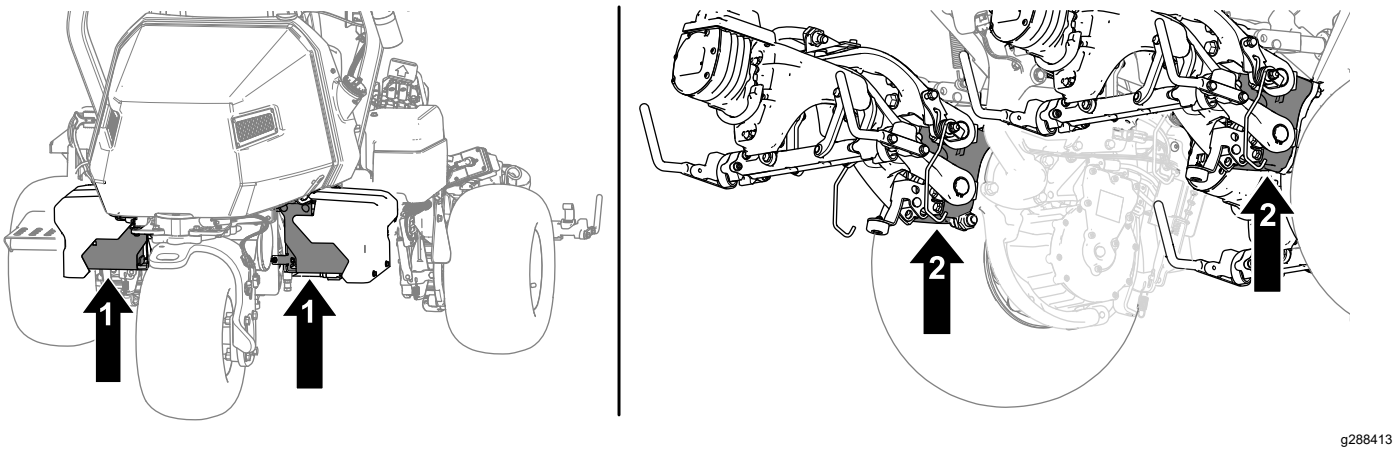

Figuur 39
2. Wanneer u de machine opgekrikt hebt, plaatst u een geschikte assteun onder de volgende zones om de machine te ondersteunen (Figuur 39):